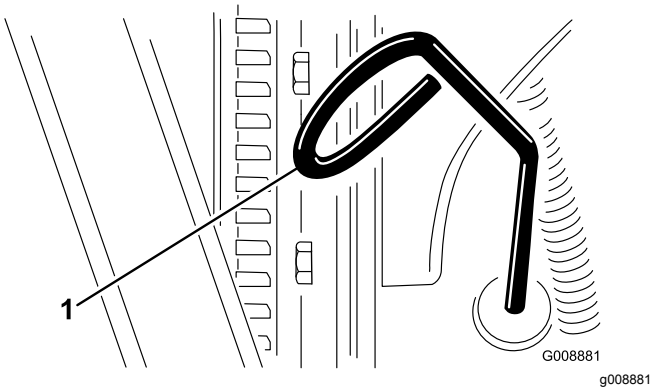

Figur 36
2. Fjern målepinden (Figur 36), og aftør den med en ren klud.